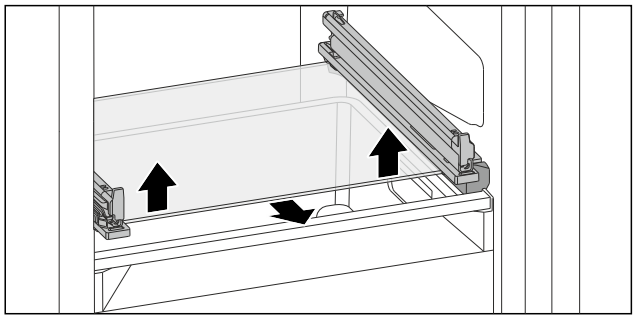

Fig. 140 Tilting drawer glass shelf
▶ Push glass shelf upwards from below on both sides. (see Fig. 140)